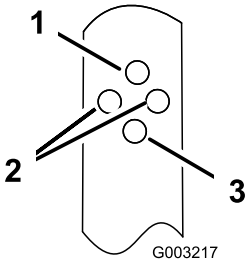

Figura 14
2. Inserite il bullone nel foro di ogni staffa della stegola, in modo da regolare quest'ultima nella posizione più comoda (Figura 14).